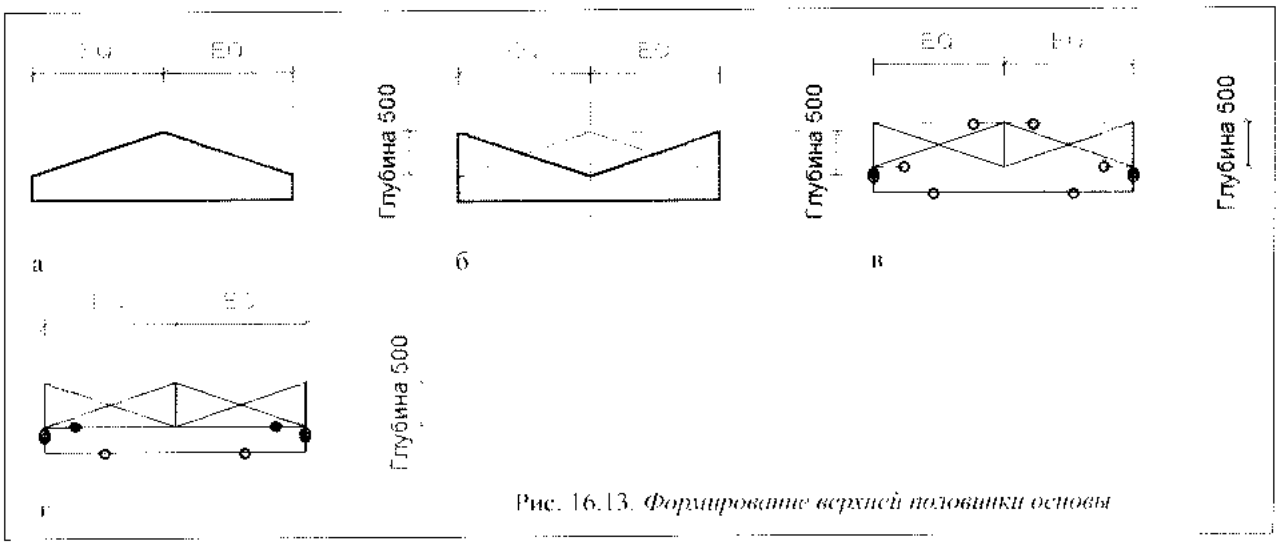

Рис. 16.13. *Формирование верхней половинки основы*
4. Построить методом перехода полостную форму для верхней половинки основы (рис. 16.13):